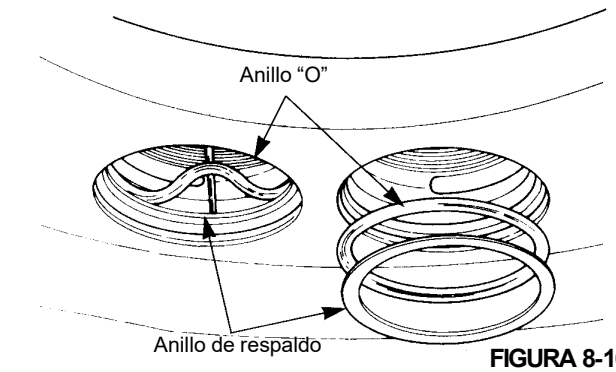

FIGURA 8-10
9. Retire y bote el anillo “O” y los anillos de respaldo (Figura 8-10).